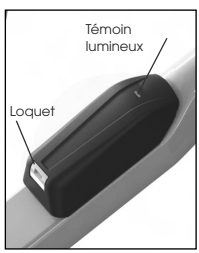
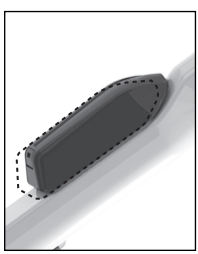
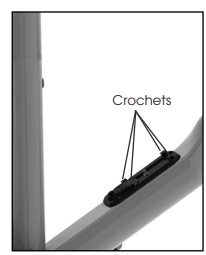

FIGURE 2
FIGURE 3
FIGURE 5
1. Poussez et maintenez le loquet (figure 2) tandis que vous faites glisser le module de la batterie le long du tube diagonal (figure 3) à environ 5 mm (1/8 po).
2. Placez le module de la batterie à plat sur la station d'accueil en position pour l'installation (figure 3) de manière à ce que les crochets (figure 5) soient alignés pour l'engagement.
La station d'accueil est située sur le tube diagonal du cadre du vélo, près du pédalier (figure 5). Lorsque le module de la batterie est retiré du vélo, replacez le couvercle de la station pour protéger les contacts électriques de la station d'accueil (figure 6).
Si le module de la batterie (figure 2) est sur votre vélo, la station d'accueil se trouve en dessous du module.